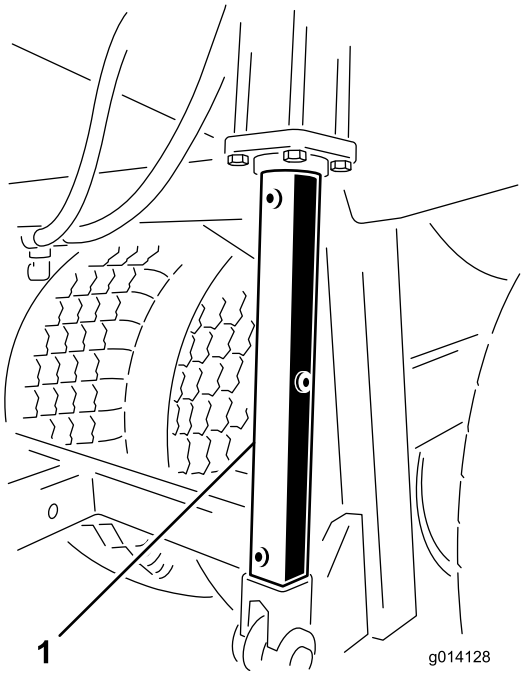

Figur 46
Før du utfører vedlikeholdsarbeid på beholderen når den er hevet, monter to hydraulikksylinderstøtter (Figur 46).
3. Monter hydraulikksylinderstøtter på stengene til hydraulikksylindrene (Figur 46).